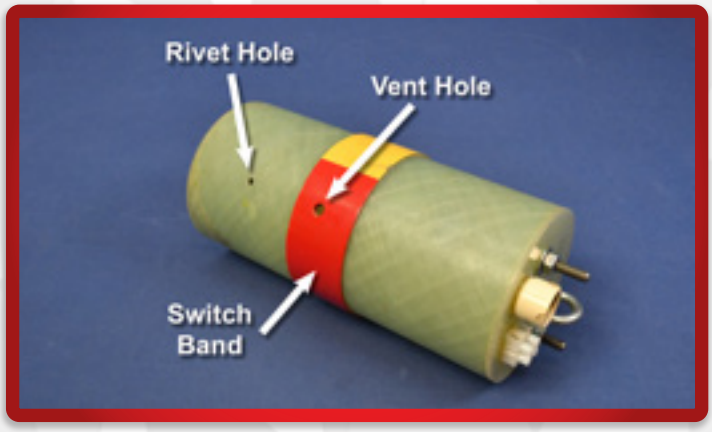

FIGURE 6 - SWITCH BAND MOUNTED TO E-BAY
**Switch Band:** A short tube over the middle of the tube coupler that houses the electronics of the rocket. This tube is the same diameter as the main tube of the rocket, which makes it the only external part of the typical e-bay. It is called a switch band, because this is where the arming switch that turns on the altimeter is located. See figure 6.